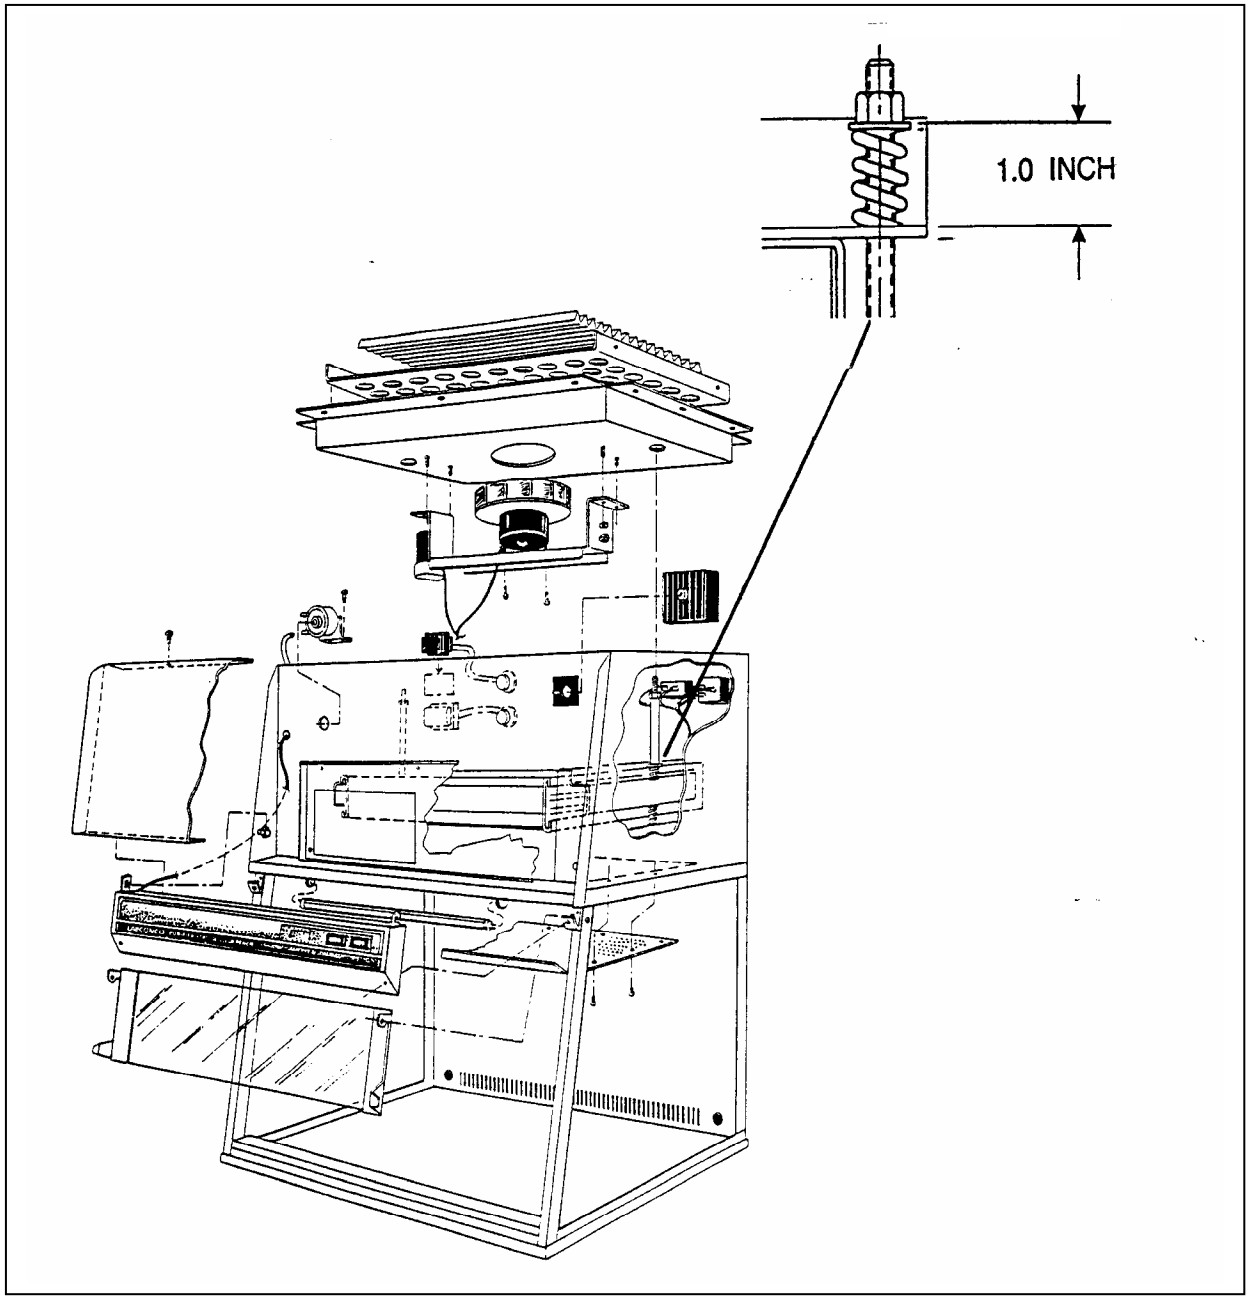

Figure 10
5. Using the 9/16" deep socket, loosen the filter clamp nuts located in the access holes. Refer to figure 10 page 23.
CAUTION: The filter clamp nuts should only be tightened enough to ensure a proper seal at maximum tightness, the height of the filter spring should equal 1" (25 mm). NEVER tighten the clamp nuts beyond this setting. See Figure 10 page 23.